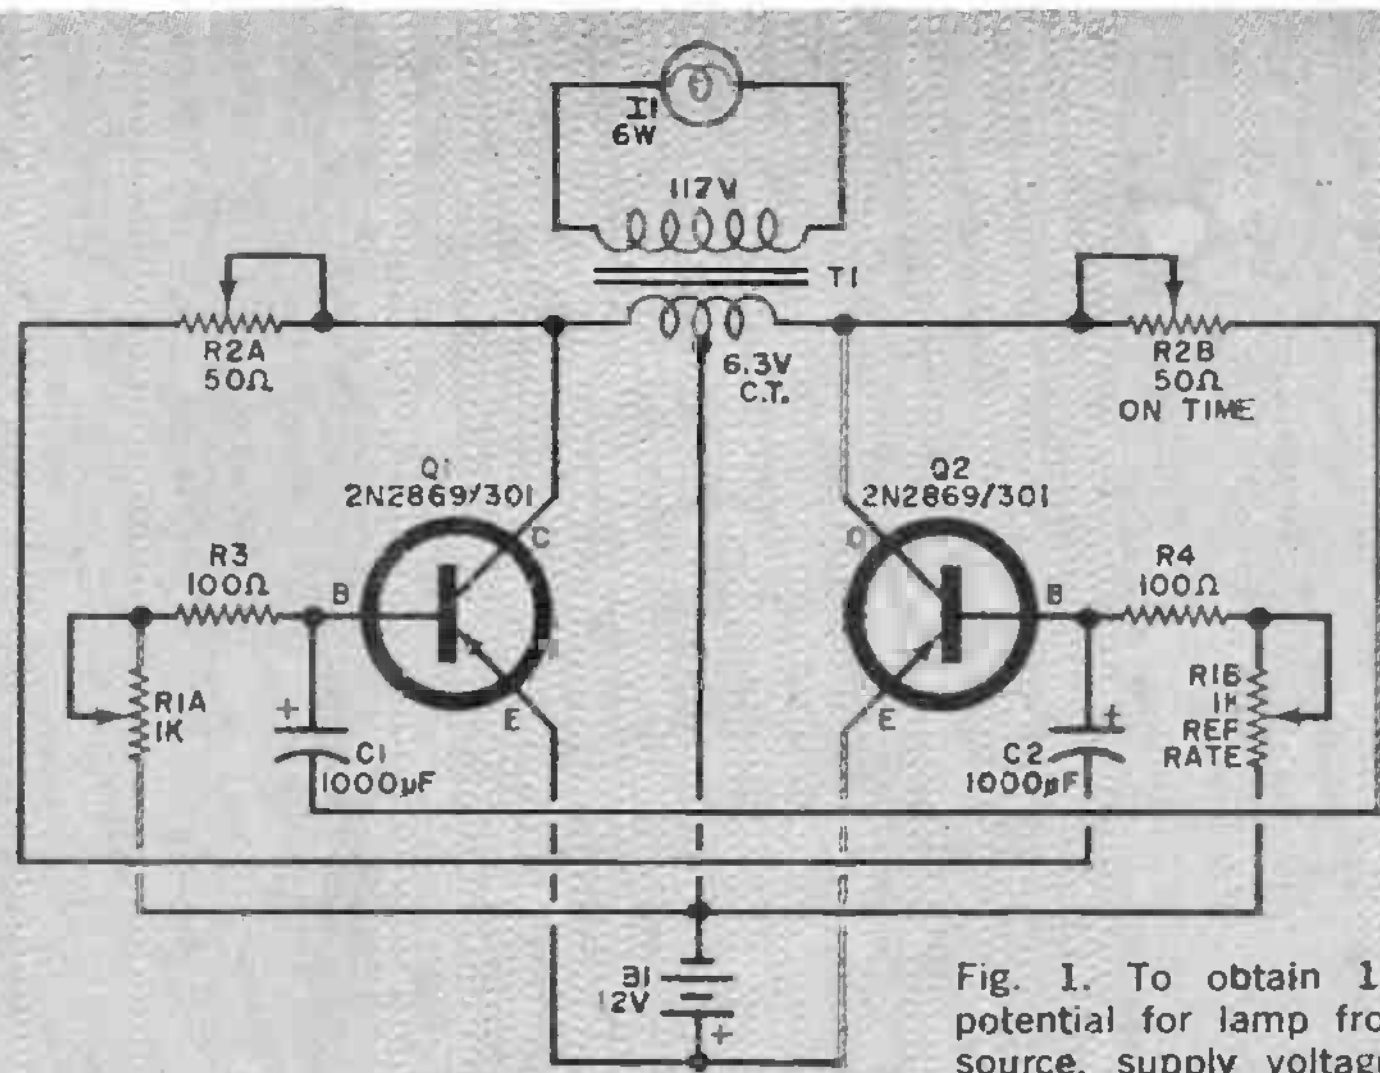

Fig. 1. To obtain 117-volt driving potential for lamp from 12-volt d.c. source, supply voltage is converted to a.c. via oscillator and stepped up.
**Construction.** The circuit for the Super Flash is shown in Fig. 1. The prototype was built in a 5″ × 4″ × 3″ metal enclosure, though any type of construction can be used. If you use the metal enclosure, drill a hole in one end large enough to accommodate the two-pin bayonet socket. If you are going to use the Fresnel lens, also drill the four holes required to mount the lens retainer ring.
Once these parts have been assembled, wire the circuit in accordance with Fig. 1. Note that *T1* is wired "backwards." That is, the center-tapped low-voltage winding is used as the primary, while the 117-volt winding is used as the secondary. To avoid component damage, make sure that no part of the electrical circuit is connected to the metal chassis.
**About the Circuit.** The Add-On is basically a d.c. operational amplifier (see Fig. 1) having positive rather than negative feedback. There are, however, two distinct differences between this circuit and other regenerative feedback systems. First, none of the stages will saturate under any condition. This insures an absolute minimum of overshoot and ringing. Second, there is no storage time so that rise and fall times of 70 nanoseconds can be achieved. Incidentally, you will need a top-quality laboratory scope to measure such fast rise times.